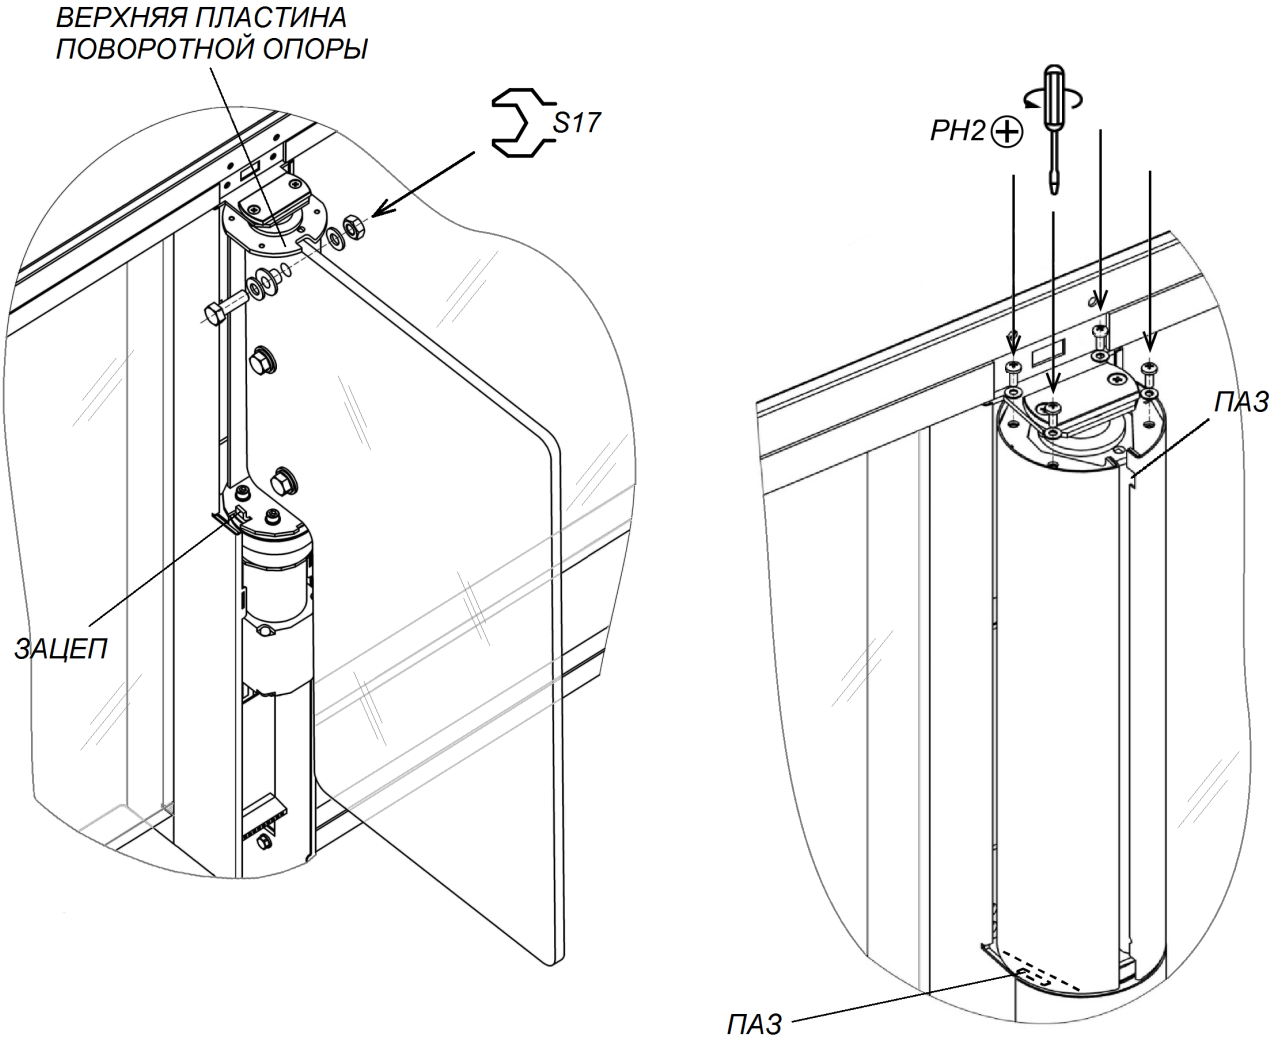

Рисунок 21. Створка и кожух створки
22. Распакуйте стеклянные створки (4) и произведите их монтаж (рис. 21, разд. 8.8.3).
23. Установите кожухи створок (3) из комплекта принадлежностей (рис. 21, разд. 8.8.4).
Снятие или установку створки (4) производите вдвоем. Створка к поворотной опоре крепится в трех местах при помощи болтов М10×30, шайб 10, втулок пластиковых и гаек М10 (см. рис. 21). Используйте рожковые ключи S17.
2. Смонтируйте одну из частей кожуха на поворотную опору створки. Для этого оденьте кожух на верхнюю пластину поворотной опоры через пазы в верхней части кожуха, после чего сдвиньте кожух вниз до конца, введя нижний паз кожуха в зацеп, расположенный в нижней части поворотной опоры (см. рис. 21).